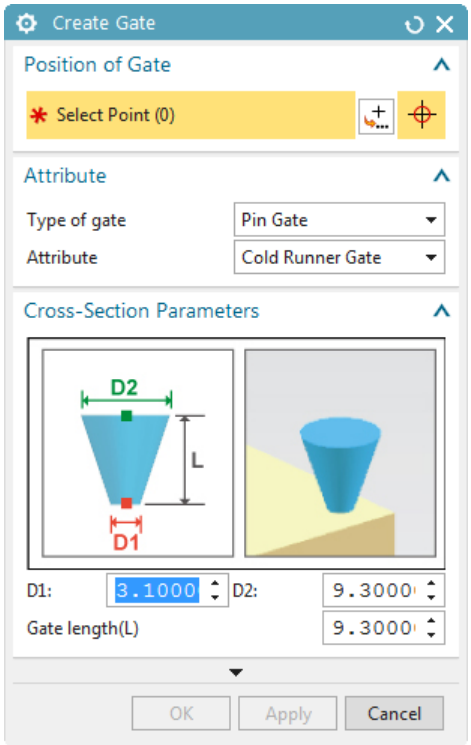

Figure 2-36 *The* ***Create Gate*** *dialog box*
8. Choose the **Gate Wizard** tool from the **Wizard** group; the **Create Gate** dialog box is displayed, refer to Figure 2-36.